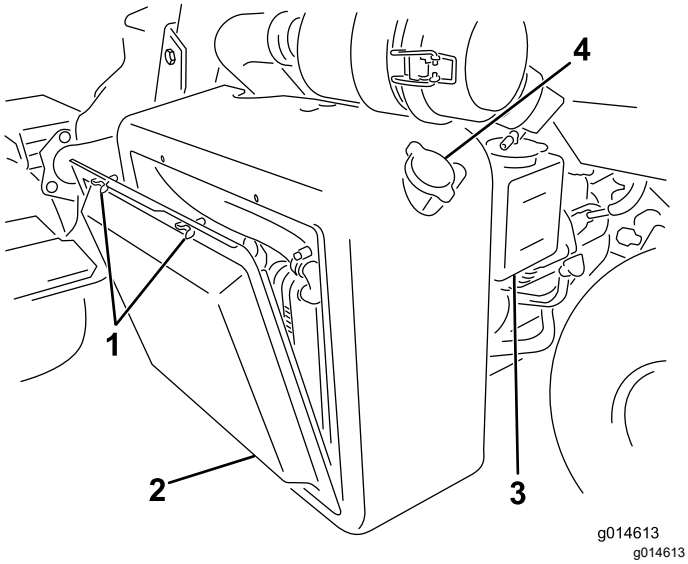
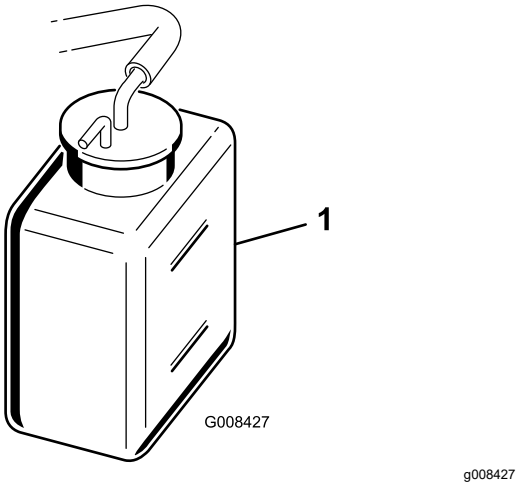

**Figura 46**
**Figura 47**
1. Rimuovete la griglia del radiatore (Figura 46).
2. Controllate il livello del refrigerante (Figura 46 e Figura 47).